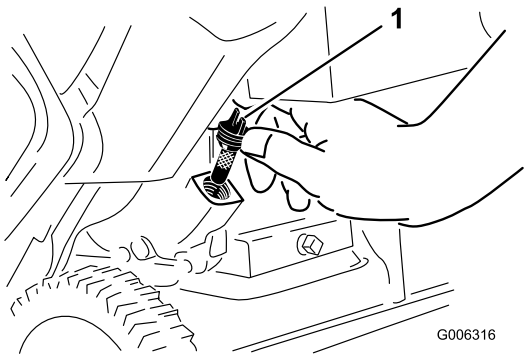

Figur 12
2. Rengør omkring oliepåfyldningsdækslet (Figur 12).